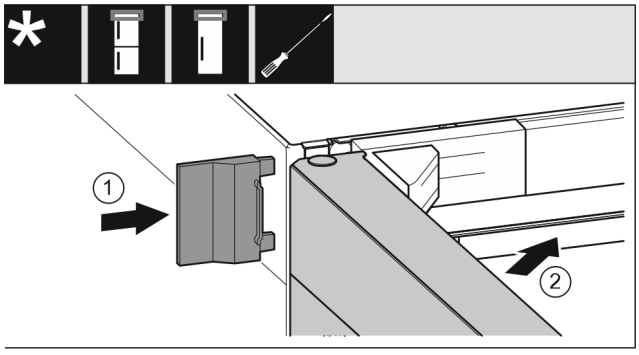

Fig. 29
- ▶ Buitenste afdekking *Fig. 29 (1)* erop schuiven.
- ▶ Bovenste deur *Fig. 29 (2)* sluiten.